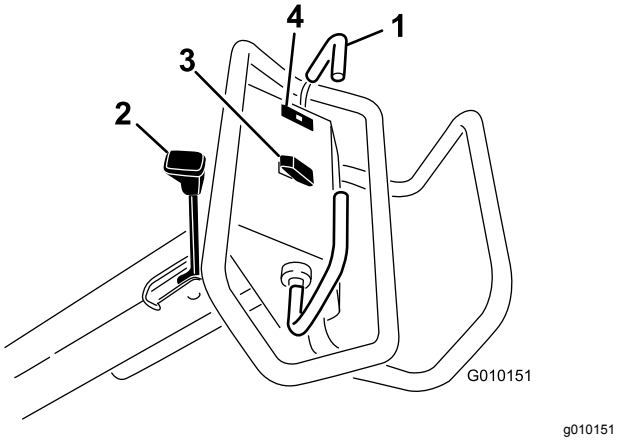

**Figur 13**
För rörelsereglaget framåt för att köra framåt. För rörelsereglaget bakåt för att köra bakåt (Figur 13).
Lägg i parkeringsbromsen genom att dra spaken mot motorn. För spaken framåt för att frigöra parkeringsbromsen (Figur 13).
Oljetryckslampan (Figur 13) tänds när oljetrycket i motorn sjunker till en farligt låg nivå. Vid lågt oljetryck ska du stänga av motorn och fastställa orsaken. Reparera skadan innan du startar motorn igen.
**Höja** – Tryck på den övre delen av knappen (Figur 13) för att höja och koppla ur luftarhuvudet. Motorn måste vara igång för att skapa lyfttryck. Om luftarhuvudet är beläget under transporthöjden, se Återställa systemets strömkrets (sida 25).
**Sänka/Aktivera** – Tryck på den nedre delen av knappen (Figur 13) för att sänka och aktivera luftarhuvudet. Rörelsereglaget måste vara i framåtläget för att knappen ska aktiveras.